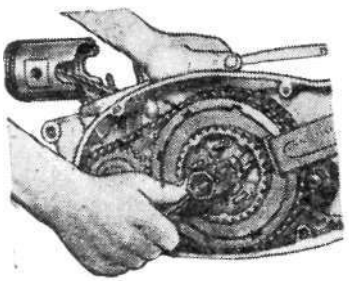

Рис. 94. Снятие внутреннего барабана муфты сцепления.
5. Отвинтить гайку *4* крепления внутреннего (ведомого) барабана *10* сцепления (резьба левая), застопорив барабан специальным ключом (рис. 94). Такой ключ можно изготовить, приварив к старому ведомому диску рукоятку.